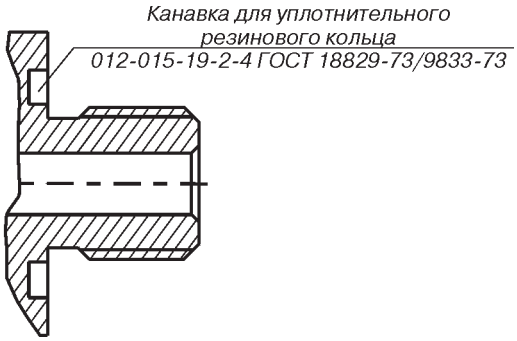

Рис.2.
** Штуцеры выполнены в соответствии с рис.2 (предназначены для подключения к датчикам типа Метран-100 мод.1110, 1310, 1131 и т.д.).